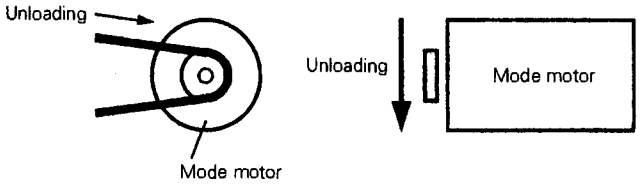

**Fig. 1-5-2 Turning direction of mode motor**
3. The set enters test mode No. 63: LOW TORQUE (M) ("63" appears on the counter display). While confirming this messages, press the COUNTER RESET button again.
4. While turning the mode motor in the direction shown by Fig. 1-5-2, turn the JOG dial clockwise.
3. Turn the mode motor in the direction shown by Fig. 1-5-2.